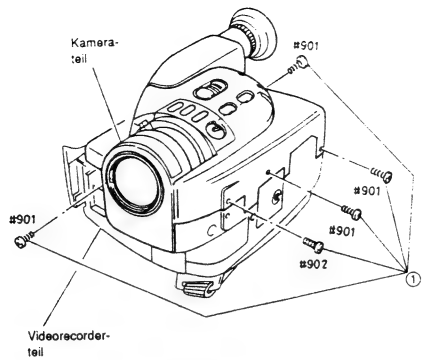

Abb. 2-22
1) Fünf (5) Befestigungsschrauben des Kamerateils und des Videorecorderteils entfernen (siehe Abb. 2-22).